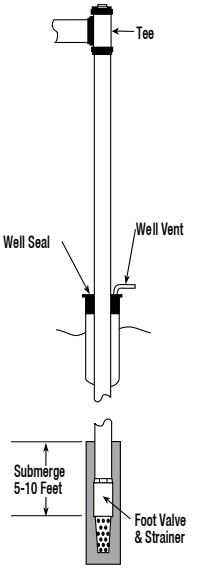
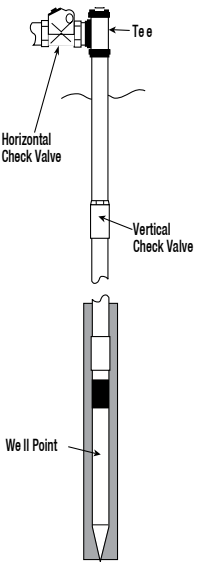

Figure 1
Figure 2
Drilled, bored or dug wells may employ an arrangement as in Figure 1. Driven wells and sandpoints employ the configuration in Figure 2.
1. a) Install a foot valve on the bottom of the suction line and place it 5 to 10 feet below the draw down level, that is, the level of the water when the unit is pumping its rated capacity. It should be far enough from the bottom of the well to avoid pumping sand and mud. (Figure 1)
b) On driven well installation, install a spring dog- check valve on the vertical pipe at least five feet above the well point, or install a horizontal check valve in the suction line near the pump. (Figure 2)
4. Install the well seal at the top of the well casing and tighten well seal bolts. (Figure 1)